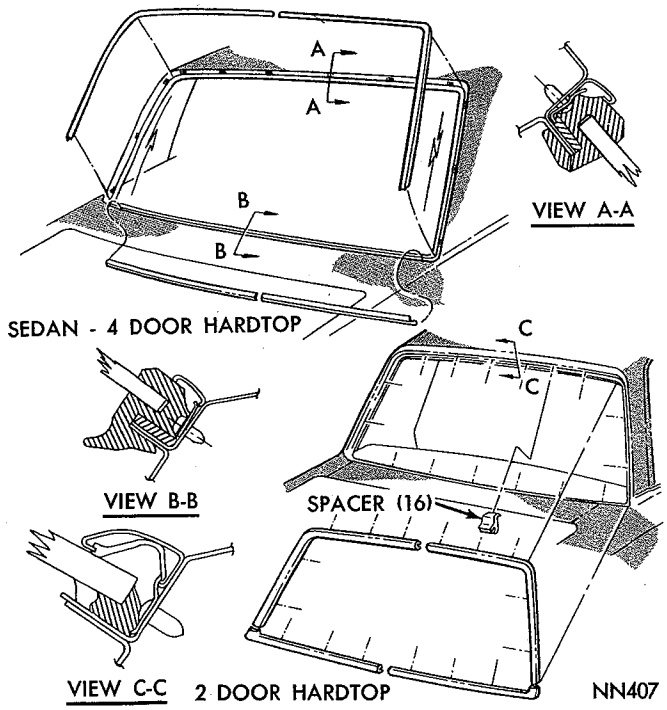

*Fig. 16—Rear Window Mouldings (Fury)*
(1) Place a protective covering over deck panel, quarter panel and rear window areas.
(2) Remove outside mouldings (Fig. 16) and inside garnish mouldings.
(3) Using a fibre wedge, loosen weatherstrip at fence, both inside and outside areas.
(4) With an assistant supporting glass, from inside car, apply pressure at one upper corner and force window and weatherstrip off of fence.
(5) Remove window from opening.
(6) Inspect polyethylene seal for damage.
(7) Remove weatherstrip from glass.
(8) If weatherstrip is to be reused, remove all sealers and cements from groove areas and fence.